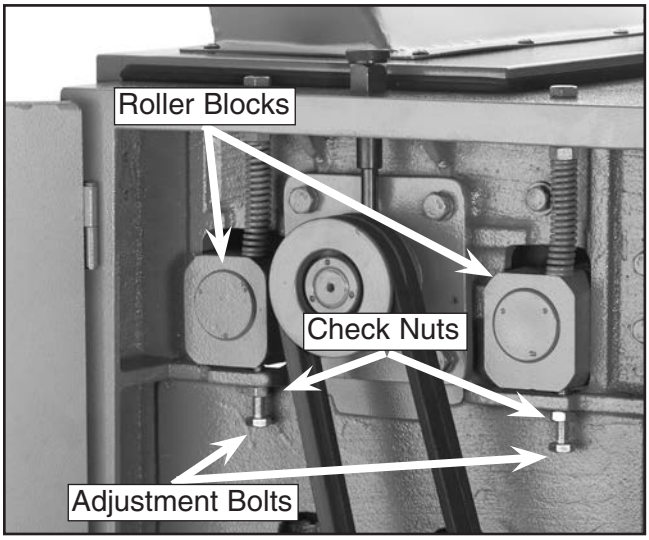

Figure 16. Left side roller controls.
6. Open the left cabinet door. Loosen the check nuts shown in **Figure 16**, and turn the adjustment bolts to raise each block up approximately ½" (enough to be above the horizontal plane of bottom dead center of the cutterhead knife/insert).